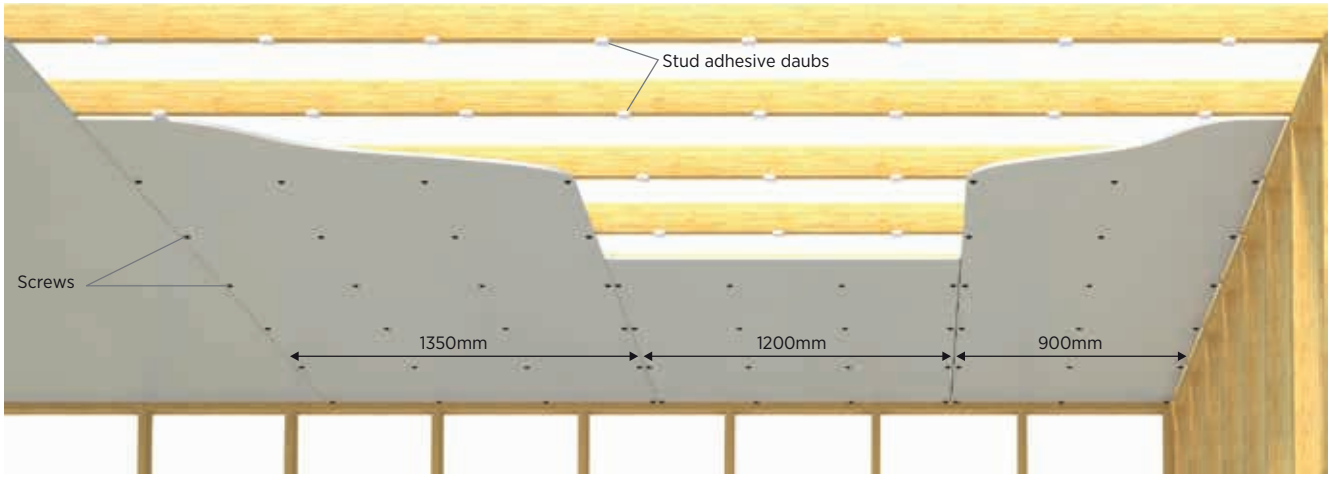

Figure 19: **Combination adhesive and screw fixing to ceilings – 1/3 fixing method**
- Use the 1/3 Fixing Method as illustrated in Figure 19.